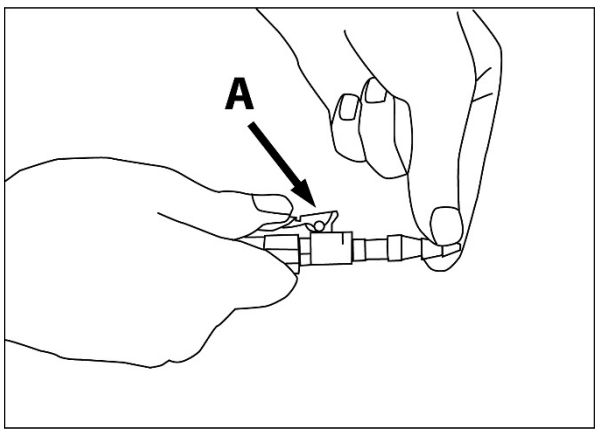

Рис.6.
5. При накачивании футбольных мячей, надувных лодок, некоторых видов велосипедных шин и детских надувных бассейнов их надо подсоединять к шлангу пистолета через соответствующее сопла и/или наконечники. Нажав на язычок **A**, вставьте сопло и/или наконечник в шланг пистолета для подкачки шин (рис. 6).
Утопите сопло и/или наконечник в шланге, как показано на рис. 6, и отпустите язычок **A**. Чтобы зафиксировать сопло и/или наконечник в нужном положении, слегка поверните его вокруг своей оси по часовой стрелке.